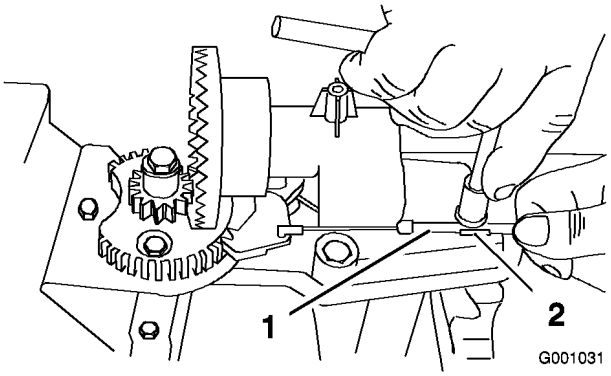
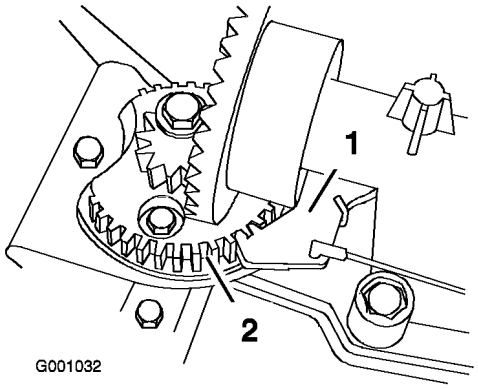

Figur 47
Figur 48
2. Lossa bulten på kabelklämman (Figur 47).
3. Fatta tag i kabelledningen och rör den mot maskinens främre del tills spärrhaken på utkastaren helt hakar in i kugghjulets kuggar (Figur 47 och Figur 48).
Obs: Spärrhaken är fjäderupphängd och kommer att röra sig in i kuggarna på kugghjulet av sig själv (Figur 48).